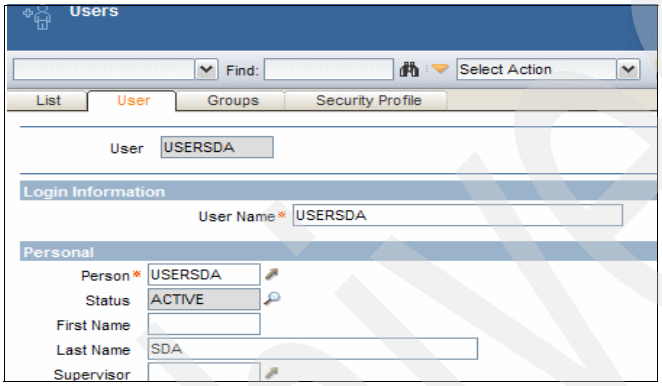

Figure 13-14 Activate the user
2. Create USERSDA and active it. See Figure 13-14.